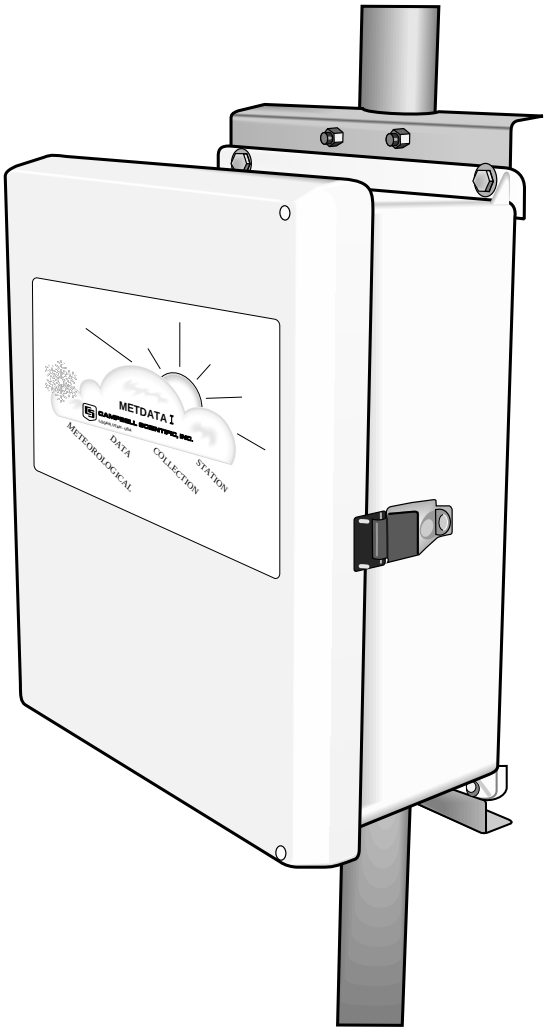

FIGURE 3.1-1. MetData1 Enclosure on CM6 or CM10 Tripod
Step 1) Mount MetData1 enclosure on the station platform as shown in Figures 3.1-1 or 3.1-2.